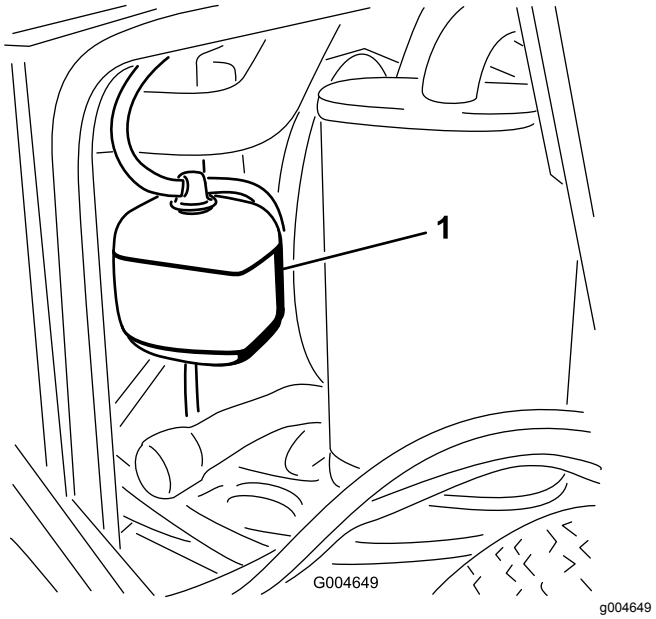

**Bild 43**
1. Prüfen Sie den Kühlmittelstand im Ausdehnungsgefäß (Bild 43).